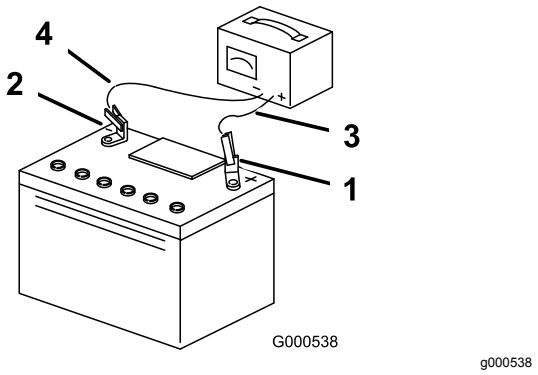

**Figur 53**
5. Når batteriet er fuldt opladet, skal du tage opladeren ud af stikkontakten og koble opladningskablerne fra batteriets poler (Figur 53).